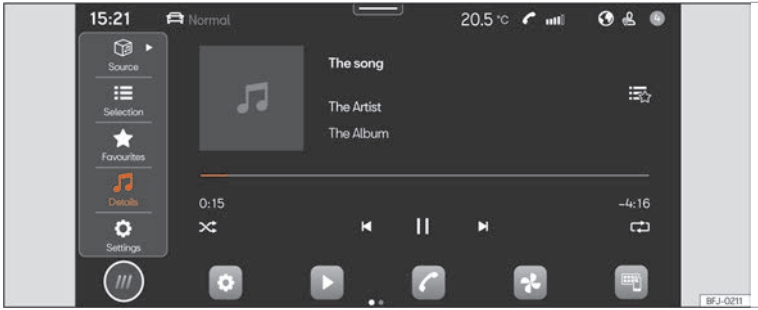

Fig. 127 Schematic representation: Multimedia view
- Press **HOME** > ▶ ››› Fig. 127.